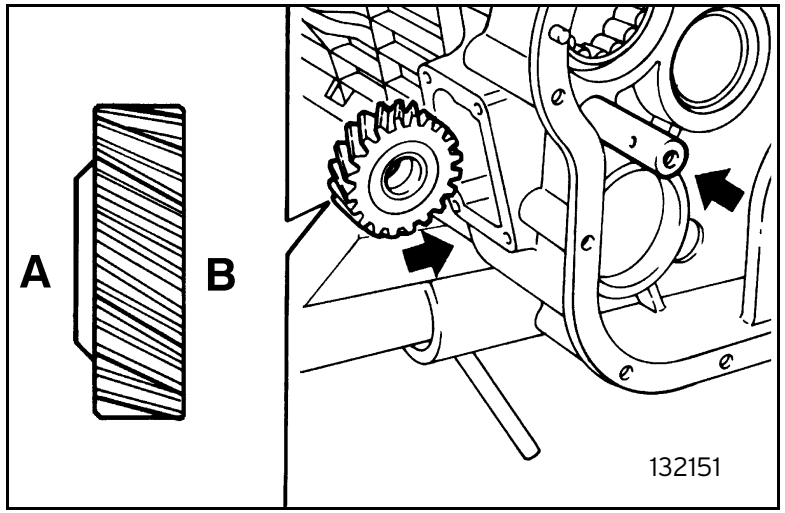

Fig. 52
- fit the reversing shaft and at the same time the relevant gear from the side opening (figure 52);